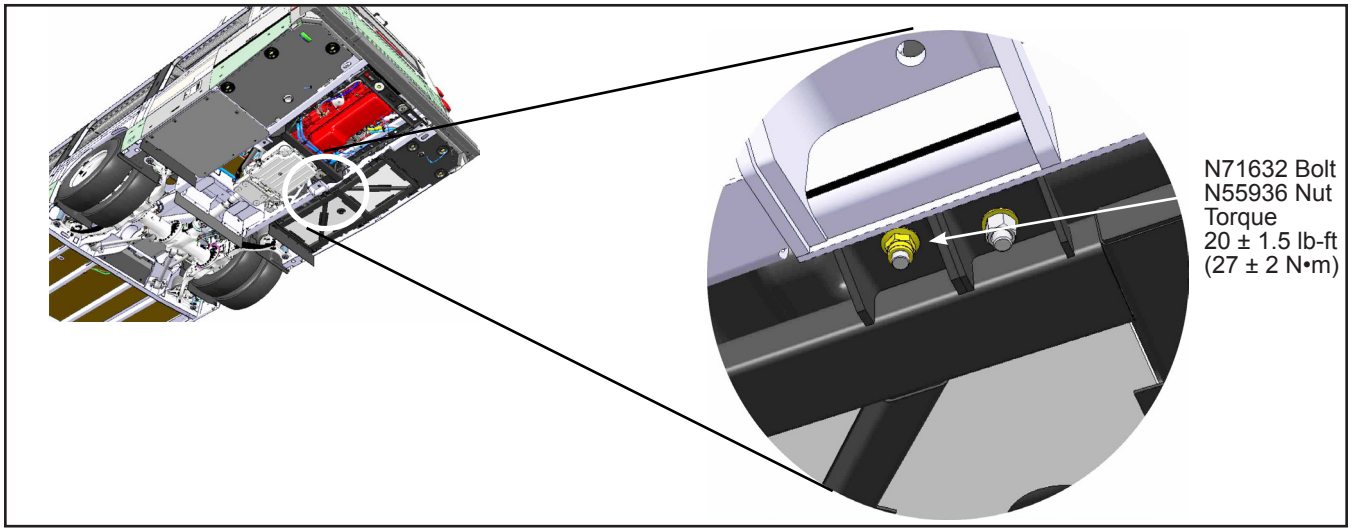

Figure 15 - Carriage Bolt Installation
1.30. Install the N71632 bolt with the N55936 nut. Tighten to the torques specified in Figure 15.